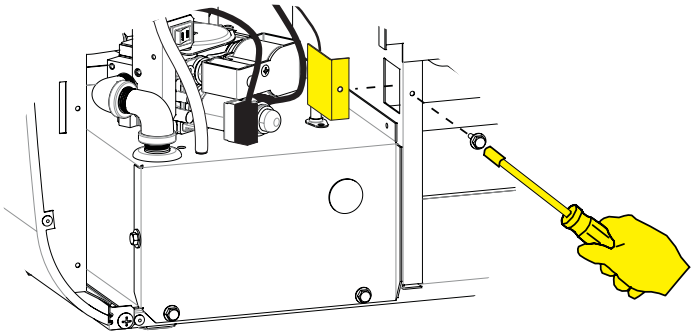

Figure 13
16. Remove the hex head screw securing the partition panel block plate with the 5/16 nut driver and remove the block plate. Discard the partition panel block plate and retain the screw. **See Figure 13.**